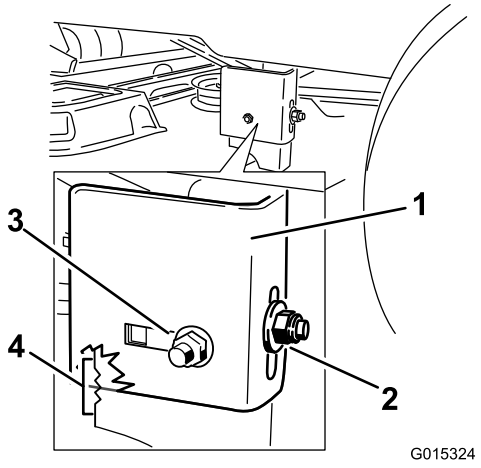
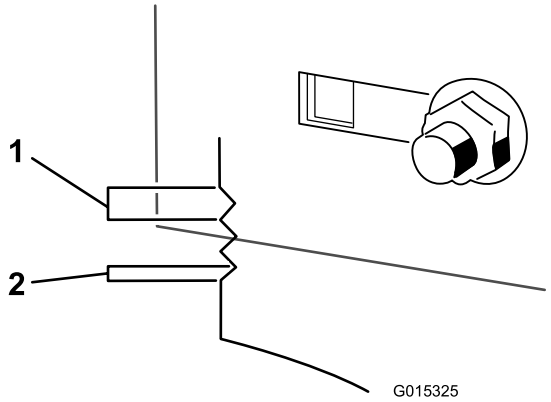

Figur 62
Figur 63
9. Lossa den bakre låsmuttern på hållarfästet (Figur 62).
10. Lossa sidolåsmuttern på hållarfästet såpass mycket att du kan justera hållaren (Figur 62). Använd skårorna på det fastsvetsade fästet för att mäta justeringen. Varje skåryta motsvarar 6,35 mm medan en sida är 3,175 mm (Figur 63). Justera höjden på klippdäcket till önskad höjd.
11. Stoppa däcket i det justerade läget och dra åt sidolåsmuttern på hållarfästet för att hålla kvar det nya läget (Figur 62). Dra åt den bakre låsmuttern på hållarfästet.